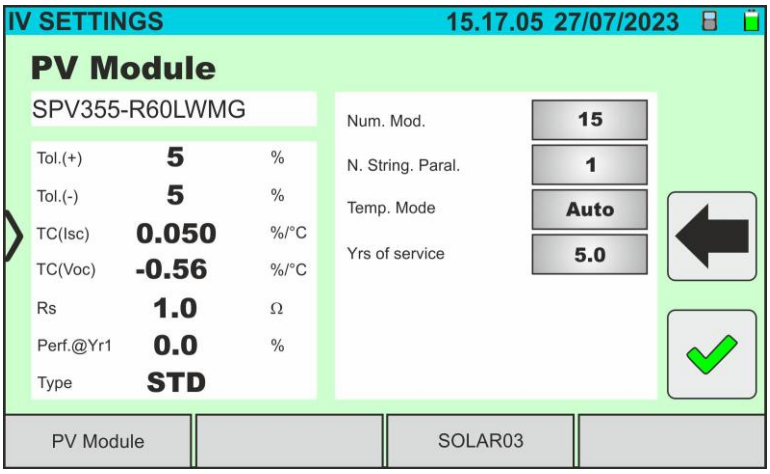

Fig. 36: I-V curve measurement parameter settings
6. Tap on the "**Settings**" key (Monofacial module reference). The following screen is shown in Fig. 36. The following parameters are given: